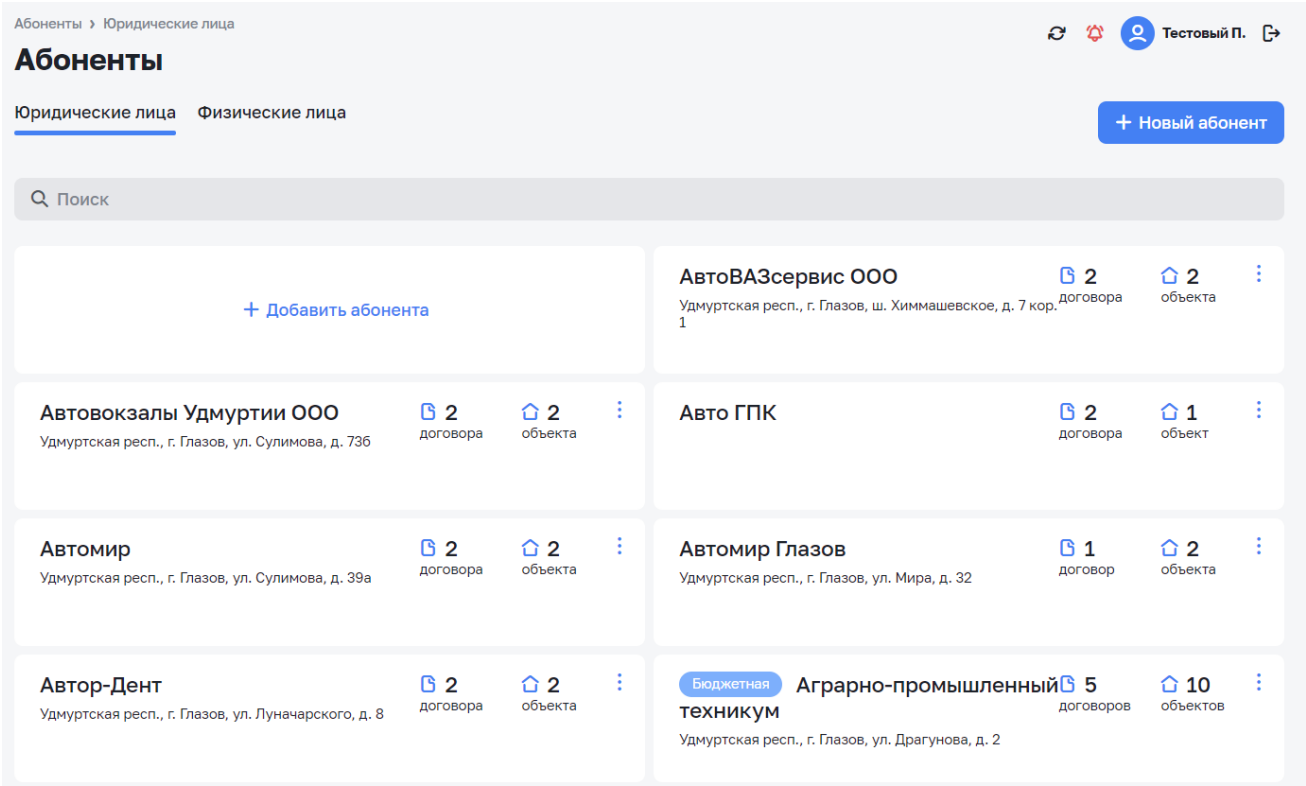

Рисунок 51 – Окно абонентов – юридических лиц
– юридическими лицами (см. Рисунок 51);